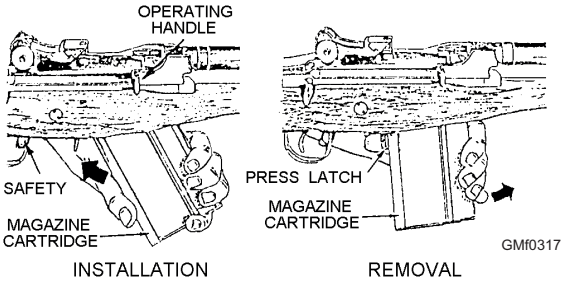

**Figure 3-17.—Installation and removal of magazine.**
If a magazine is in the rifle, press the magazine latch (fig. 3-17) and remove the magazine. Pull the operating handle all the way to the rear and check to see that the weapon is free of ammunition. Then ease the operating rod forward to the locked position and move the safety to the rear (SAFE position).
To load a full magazine into a rifle, insert the front end of the loaded magazine well into the front catch until the front catch snaps into engagement, then pull rearward and upward until the magazine latch locks the magazine into position (fig. 3-17).
2. Grasp the magazine with your thumb on the magazine latch, and squeeze the latch to release it. Push the magazine forward and downward to disengage it from the front catch, and then remove it from the magazine well, as shown in the right-hand view of figure 3-17.